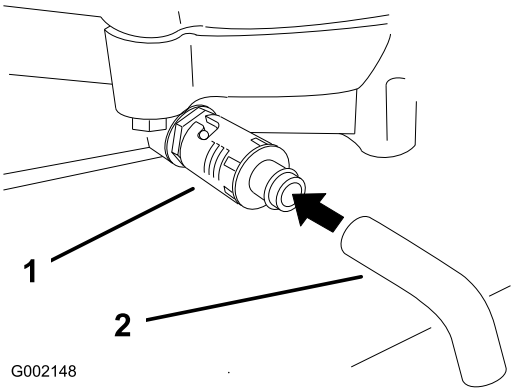

Figur 21
4. Ställ ett kärl under tömningshålet. Rotera oljetömningsventilen så att oljan töms ut (Figur 21).